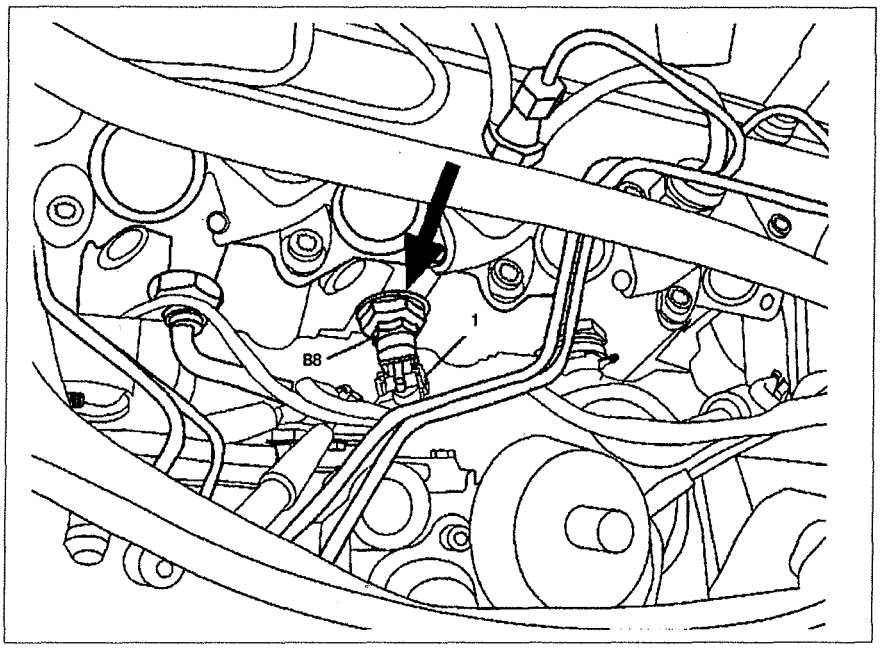

Рис. 4.74. Датчик температуры предварительного накала:
4. Отсоедините пробку **1** (см. рис. 4.74).